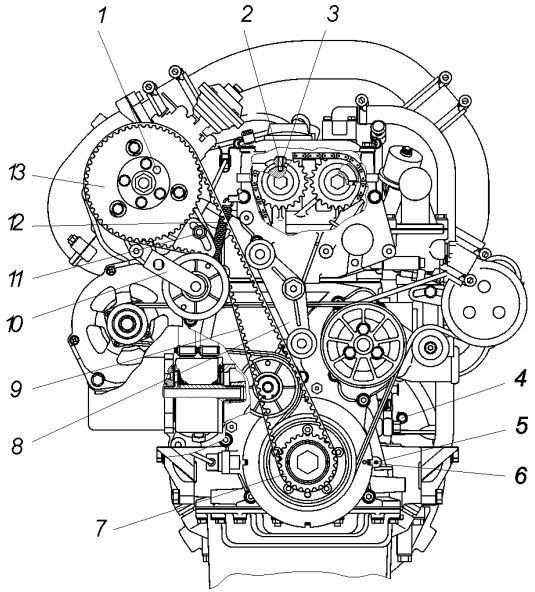

Рис. 9.36. Расположение меток и отверстий под штифты для замены ремня привода ТНВД:
-поверните коленчатый вал до совпадения метки 6 (рис. 9.36) на роторе датчика положения коленчатого вала с указателем 5 ВМТ на крышке цепи;